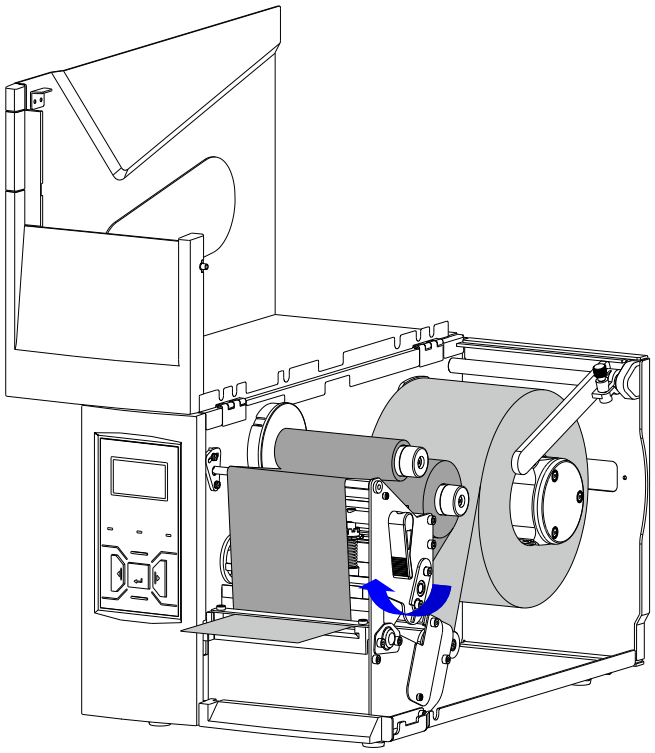

Figure 2-20 Lock the Printhead
7. Turn the Lever clockwise to lock the Printhead in place. As shown in Figure 2-20.